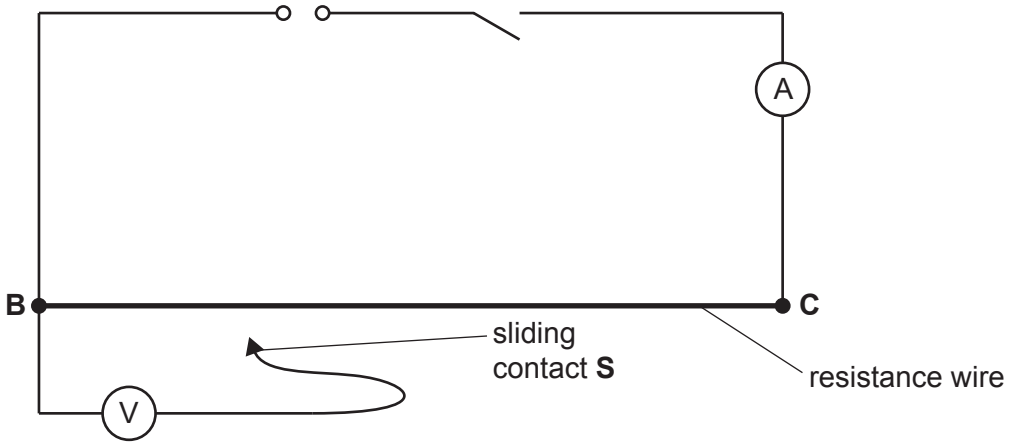

Fig. 2.1
(vi) Two suitable terminals (e.g. crocodile clips) attached to the constantan wire at the ends of the metre ruler so that connections can be made to the circuit shown in Fig. 2.1. The terminal at the zero end of the ruler is to be labelled ‘B’. The terminal at the other end of the wire is to be labelled ‘C’.
(viii) Sufficient connecting leads to set up the circuit shown in Fig. 2.1.
1. The circuit is to be set up for the candidates as shown in Fig. 2.1.
Check that the circuit is arranged as shown in Fig. 2.1.